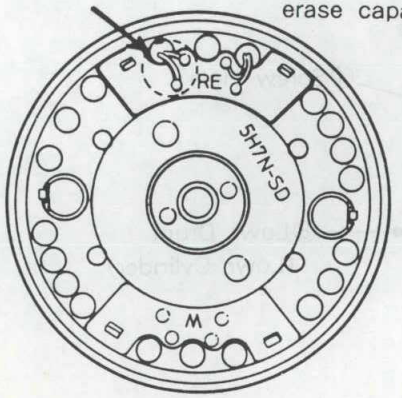

Fig. 5-11-4
2) In case the RE (ROTARY ERASE) HEAD is attached to the upper drum (UPPER CYLINDER), remove the lead wires soldered from the P.C. board (see Fig. 5-11-4.).
2) The code name ① of the drum is printed on the video head side of the upper drum ⑤ SP CH-1 (channel A, plus azimuth). The code name ① is set with in the rotary transformer terminal round hole side ② position of lower drum (LOWER CYLINDER), so that the two screw holes ③ of the upper drum are aligned with the two screw holes ④ of the flywheel. (Refer to 3. Recognizing the SP CH-1 Head side).
3) In case the RE (ROTARY ERASE) HEAD is attached to the upper drum, pass the lead wires through the lead wire hole. (See Fig.5-11-4.)
4) While keeping the upper drum ⑤ parallel to the lower drum (LOWER CYLINDER) ⑧, insert it completely into the flywheel.
5) Temporarily tighten the two screws ⑦ alternately a little at a time, then tighten them to a torque of 6kg-cm using a torque driver (VHJ-0014) and a 3mm bit (VHJ-0045).
6) In case the RE head is attached to the upper drum ⑤, solder the lead wires to the P.C. board. Solder the red lead wire to the R terminal, and the yellow lead wire to the Y terminal.